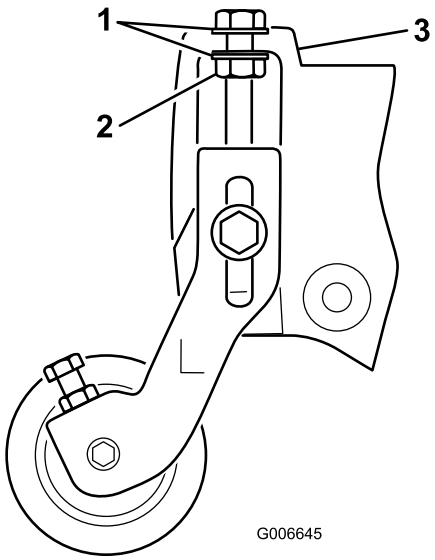

Figure 5
Remarque: Les rondelles des boulons de réglage de la hauteur de coupe doivent se trouver de chaque côté du rebord de la plaque latérale (Figure 5).
10. Serrez le contre-écrou du boulon de réglage de la hauteur de coupe jusqu'à ce que les rondelles touchent le rebord de la plaque latérale, puis desserrez l'écrou d'un demi-tour (Figure 5).